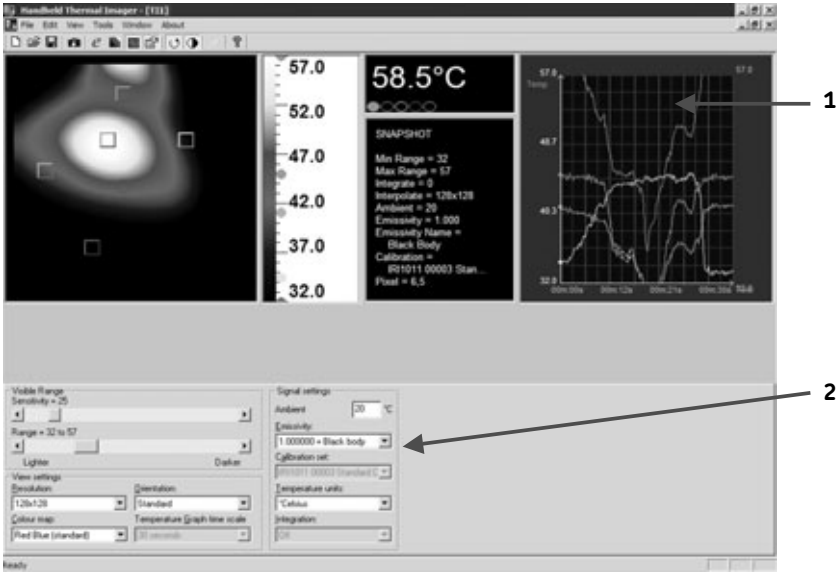

Figure 10: Image display, control panel and temperature graph.
- The displayed window layout with temperature graph will look like **Figure 10**.
Temperature measurement cursors can be added (and removed) from the image by "double clicking" the mouse cursor over the desired part of the image. Up to 10 cursors can be selected and each one is displayed in a different colour. To read the temperature of a cursor, use the mouse to click on the corresponding oval colour as displayed in the "temperature display window", see **Figure 10**. The temperature graph plots will also be displayed in the same colour as the selected cursors.